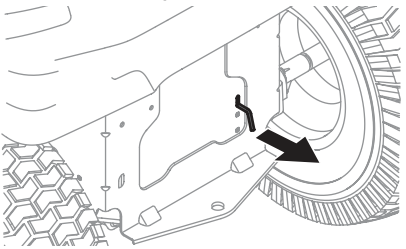

Fig. 1
1. Acople la varilla de derivación de la transmisión para mover el tractor manualmente sin ponerlo en marcha. La varilla de derivación de la transmisión está ubicada en la parte trasera del tractor, sobre el bastidor. Acople la varilla de derivación tirando hacia afuera (Fig. 1).
2. Después de mover el tractor, desacople la varilla de derivación hidrostática empujando la varilla hacia adentro (Fig. 1).